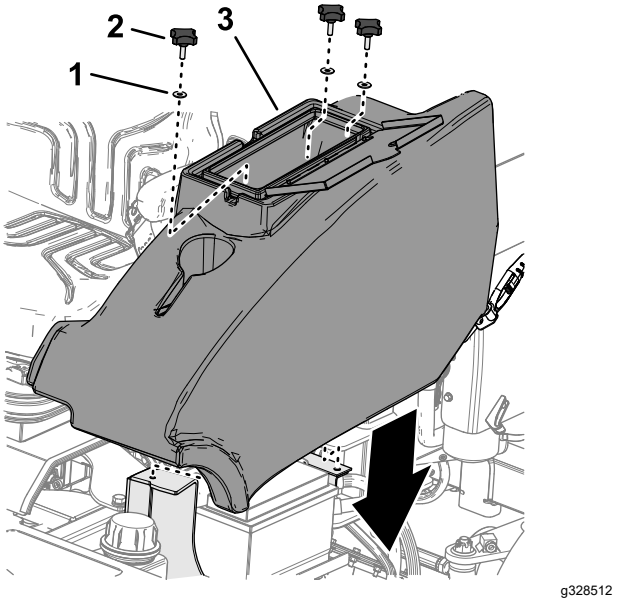

Figur 48
2. Monter opbevaringsrummet på maskinen med de 3 greb og 3 spændeskiver (Figur 48)